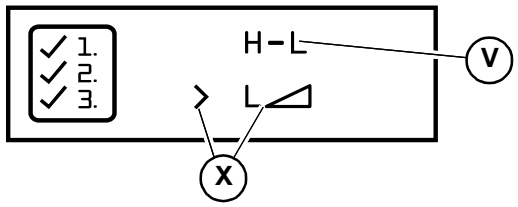

Fig. 27 – Travel Speed Limit Selection Screen
3. Press and release the interface button until the selection caret points to the travel speed limit selection (X, Fig 27). Press and hold the interface button for 5 seconds.
Travel speed limit option deactivation is identical to activation, with the exception of moving the selection caret to the "H-L" selection (V, Fig 27).